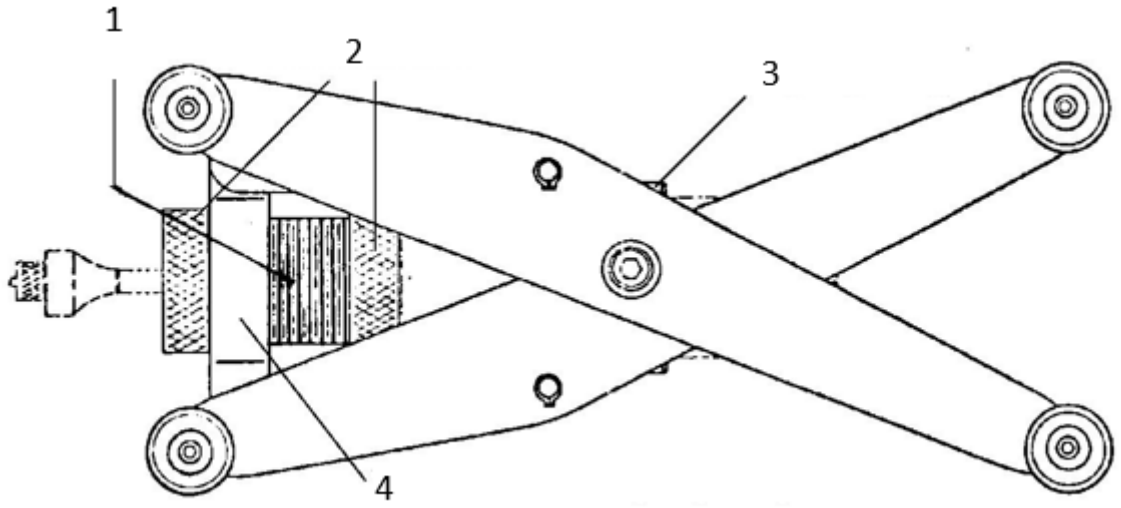
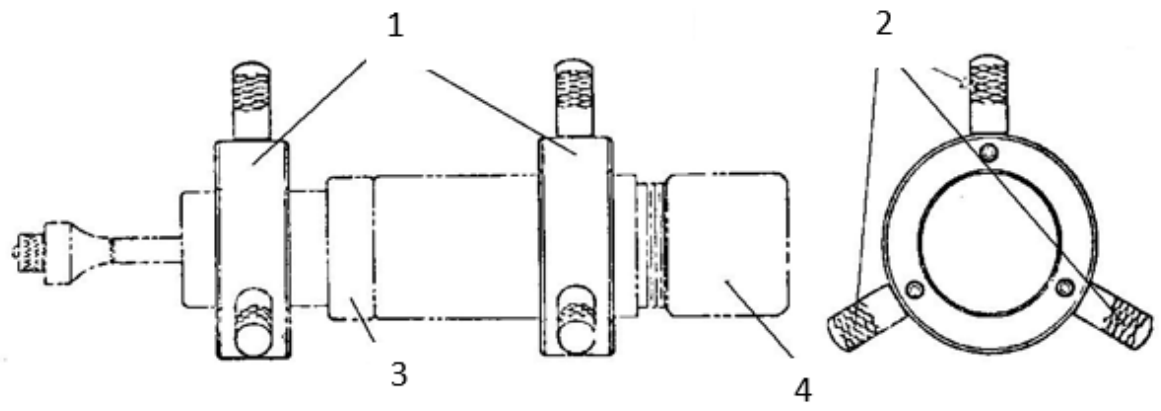

Bild 1: Rohrreinigungsgerät HOLLO-BLAST mit Zentrierschlitten (HBC-2)
Bild 2: HOLLO-BLAST mit Zentrierstifte (HBC-1)
In Bild 1, 2 und 3 sind die wesentlichen Komponenten des Rohrreinigungsgerätes dargestellt:
- *Zentrierstifte für Rohrdurchmesser zwischen DN 75 und DN 125 (HBC-1, siehe Bild 2) oder*
- *Zentrierschlitten für Rohrdurchmesser zwischen DN 125 und DN 300 (HBC-2, siehe Bild 1).*
(1) Zentriereinrichtung montieren und auf den zu strahlenden Rohrdurchmesser einstellen.	– Für Rohrdurchmesser von 3“ bis 5“ Zentrierstifte verwenden (HBC-1, siehe Bild 2) ⇒ Richtige Zentrierstiftlänge auswählen (Zentrierung des Gerätes in Rohrmitte). ⇒ Zentrierstifte in die Bohrungen der Führungsringe stecken und mit den Innensechskantschrauben sichern. ⇒ Den Führungsring mit größerem Innendurchmesser über der Nut auf dem Gehäuse mit Innensechskantschraube festschrauben.
⇒ Den zweiten Führungsring vorne auf das Gewinderohr mit beiden Kontermuttern sichern. – Für Rohrdurchmesser von 5“ bis 12“ Zentrierschlitten verwenden (HBC-2, siehe Bild 1) ⇒ Gehäuse durch den mittleren Befestigungsring des Zentrierschlittens schieben und die erste Kontermutter auf das Gewinderohr schrauben. ⇒ Gehäuse weiter durch den vorderen Befestigungsring des Zentrierschlittens schieben und zweite Kontermutter auf das Gewinderohr schrauben. ⇒ Gehäuse über der Nut am mittleren Befestigungsring mit Innensechskantschraube festschrauben. ⇒ Zentrierschlitten einstellen und den vorderen Befestigungsring anschließend mit beiden Kontermuttern sichern.
(1) Rohrreinigungsgerät HOLLO-BLAST reinigen.	– Strahlschlauch mit Düsenhalter bzw. Lanze abschrauben. – Strahlmittel aus Ritzen und Gewindegängen entfernen (mit Druckluft ausblasen).
(2) Zentriereinrichtung vom Gehäuse trennen.	– Zentrierstifte (HBC-1, siehe Bild 2) ⇒ Beide Führungsringe vom Gehäuse abschrauben. – Zentrierschlitten (HBC-2, siehe Bild 1) ⇒ Vordere Kontermutter von Gewinderohr abschrauben und Innensechskantschraube für die Fixierung des Gehäuses (mittlerer Befestigungsring) lösen. ⇒ Gehäuse aus dem vorderen Befestigungsring ziehen. ⇒ Zweite Kontermutter abschrauben und Gehäuse aus dem Zentrierschlitten entfernen.
(3) Düse und Halterung für Gewindestange demontieren.	– Mutter öffnen und Konus, Röhrchen, Kupferscheiben und Gewindestange entfernen. – Gewinderohr mit Düse aus dem Gehäuse schrauben und Düse mit O-Ring aus dem Gewinderohr ziehen. – Halterung und Dichtungen entfernen.
(4) Düse und Halterung montieren.	– Einsetzen **aller** Dichtungen. – Vorgangsweise in umgekehrter Reihenfolge wie (2).